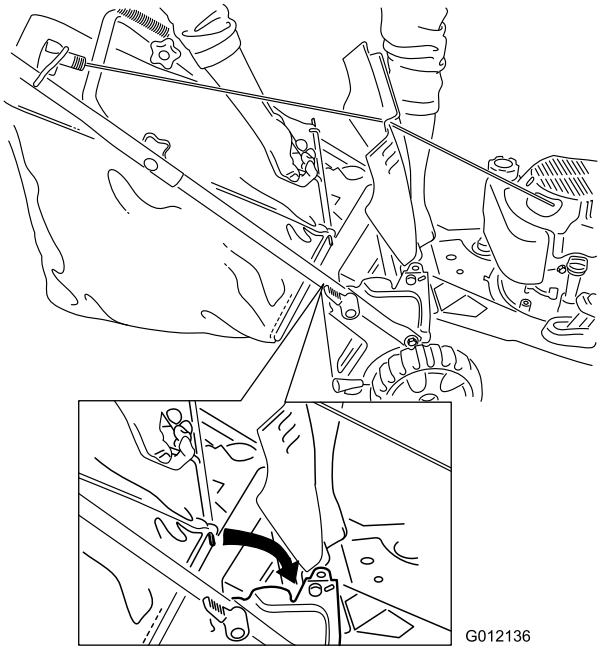

Figur 17
2. Lyft upp den bakre luckan, montera uppsamlaren i skårorna och släpp sedan ner luckan igen (Figur 17).